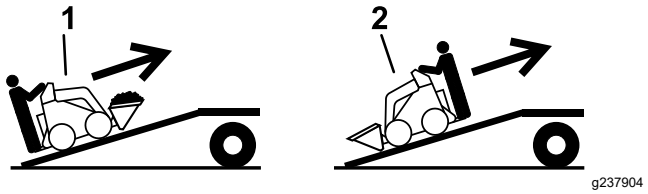

Rysunek 18
5. Załadunek maszyny na przyczepę wykonuj tak, aby cięższa jej strona była po wyższej stronie pochylni, ładunek przewoź nisko (Rysunek 18).